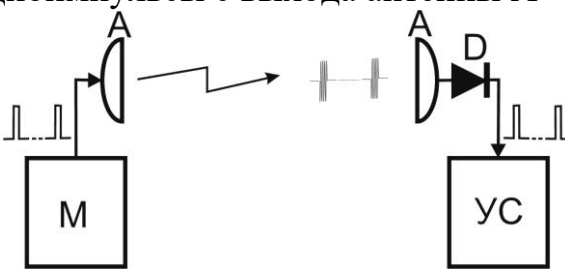
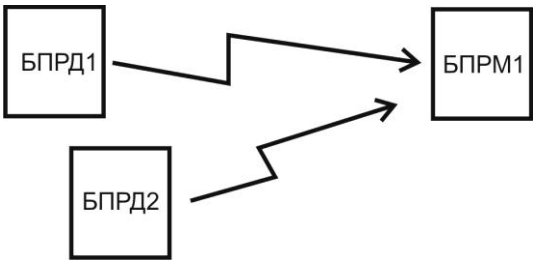

Рис. 6.7
Рис. 6.8
6.3.5.2 Антенна А БПРД, под управлением модулятора М, излучает в направлении антенны А БПРМ радиоимпульсы (см. рис. 6.7). Радиоимпульсы с выхода антенны А (БПРМ) поступают на детектор D, с выхода которого – на узел синхронизации УС. УС определяет их положение во времени и пропускает в узкие «временные ворота» для обработки и принятия решений. Идентификация «собственного» БПРД1 (рис.6.8) при «засветке чужим», рядом установленным, БПРД2 достигается выбором разных частотных литер БПРД1 и БПРД2, см. п. 6.3.3.3.